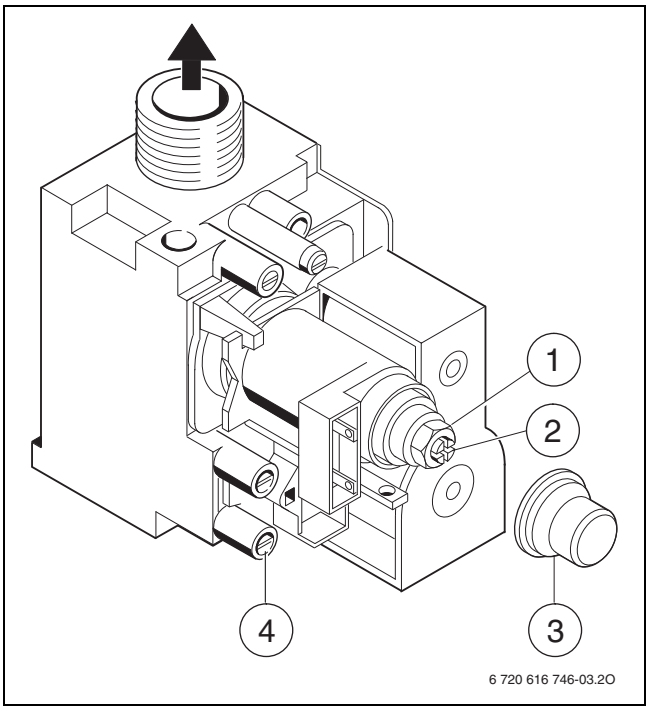

Fig. 40 Bloc gaz
- ▶ Retirer le capuchon (→ fig. 40 [3]) du bloc gaz.
- ▶ Pour « max » prendre la pression aux injecteurs indiquée (mbars) dans le tableau sur la page 37 et la contrôler. Vérifier que l'écrou (→ fig. 40 [1]) est bien serré en butée sur le corps laiton.
▶ Pour « min » prendre la pression aux injecteurs (min ECS) indiquée (mbars) dans le tableau sur la page 37. Régler la pression aux injecteurs au moyen de la vis de réglage de débit gaz minimal (→ fig. 40 [2]).
▶ Desserrer la vis dans la prise de mesure de la pression de raccordement (→ fig. 40 [4] en page 29) et brancher un manomètre à cette prise.
▶ Retirer le capuchon (→ fig. 40 [3]) du bloc gaz.
▶ Pour « max » prendre le débit de gaz indiqué dans le tableau sur la page 37 et le contrôler. Vérifier que l'écrou (→ fig. 40 [1]) est bien serré en butée sur le corps laiton.
▶ Pour « min » prendre le débit de gaz (min ECS) indiqué dans le tableau sur la page 37. Régler la pression aux injecteurs au moyen de la vis de réglage de débit gaz minimal (→ fig. 40 [2]).